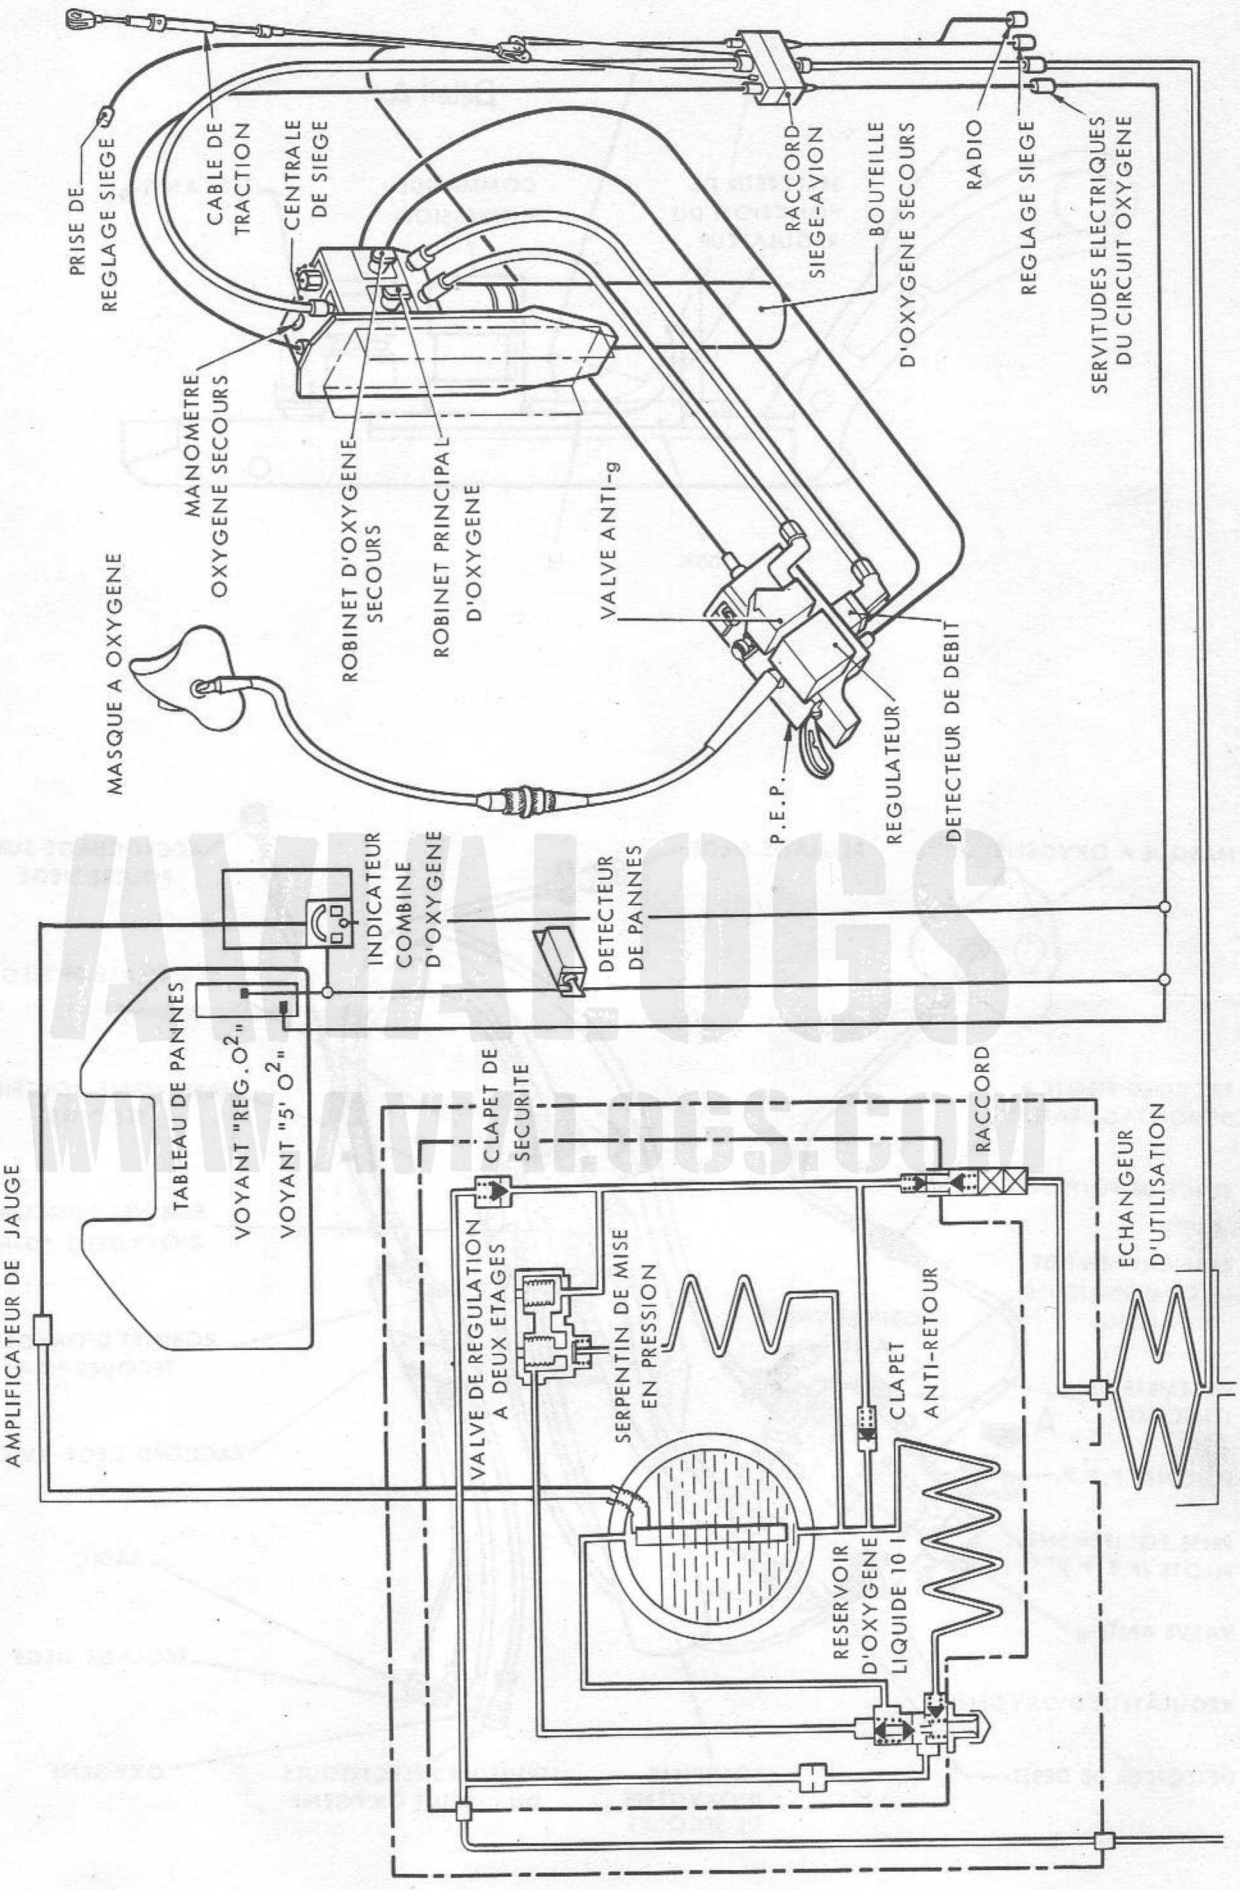

FIGURE 9 - CIRCUIT OXYGENE
13.2.2.1 - Généralités (Fig. 9)
13.2.2.2 - Système principal (Fig. 9)
13.2.2.8 - Alarmes (Fig. 9)